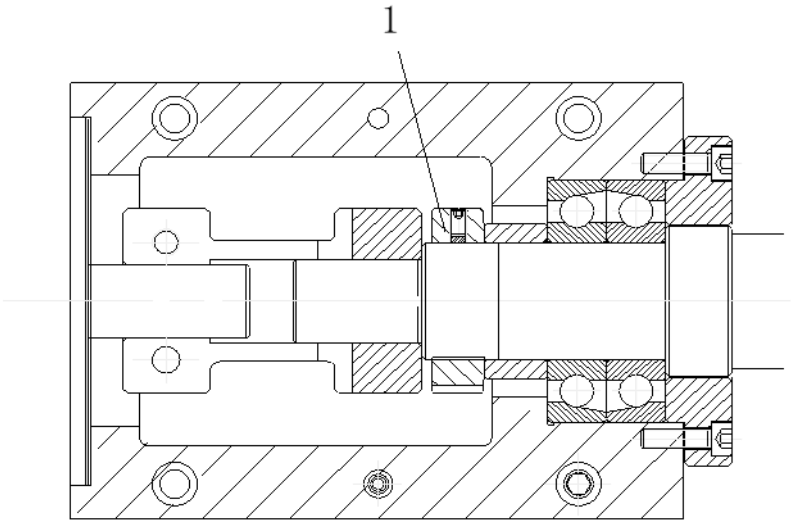

**Рис. 5**
11.3.8 Регулировка зазора подшипника ходового винта (см. Рис. 5)